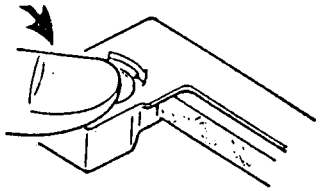
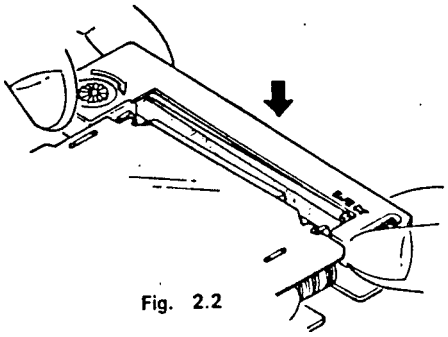

Fig. 2.1
Fig. 2.2
2) Before placing the ribbon cassette, turn the button provided on one end of the cassette in the direction of the arrow (Fig. 2.1) so that the ribbon becomes tense. Then, position the cassette so that the ribbon passes through the notches formed in the right and left frames of the printer (Fig. 2.2) and lightly press down the cassette into the set position. During this operation, do not press the button, for that will make it impossible to set the cassette into position because of interference of the button and the spool gear shaft (rising from the printer toward the center of the cassette button) with each other.